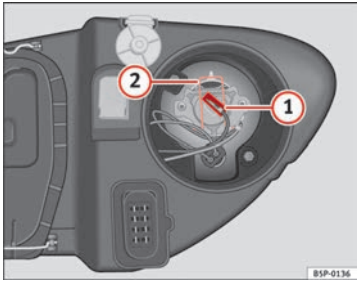

Fig. 182 Main beam headlights
– Remove connector ⇒ Fig. 182 (1) from the bulb.
– Press the spring ⇒ Fig. 182 (2) inwards and to the right.